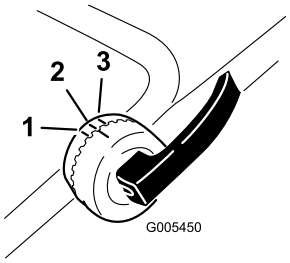

Figur 4
2. Lås de øvre håndtagslåse op, og roter det øvre håndtag opad, og lås det i en position, der er bekvem for dig (Figur 4).
Bemærk: Du kan indstille det øvre håndtag til 1 af 3 håndtagspositioner. Mærket skal være på linje med et af de tre mærker på indersiden af de øvre håndtagslåse (Figur 4).